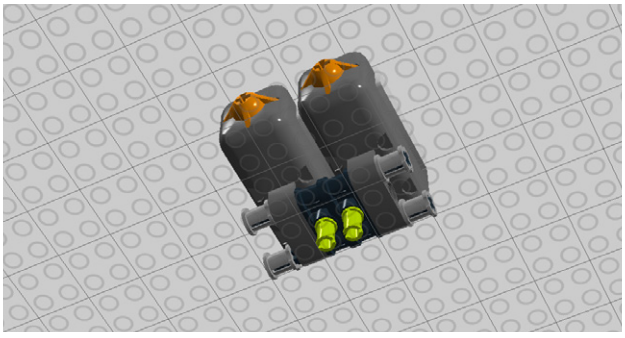

Figure 4-47. *Step 42: Attaching two pegs*
42. Add a couple of connector pegs (Figure 4-47).